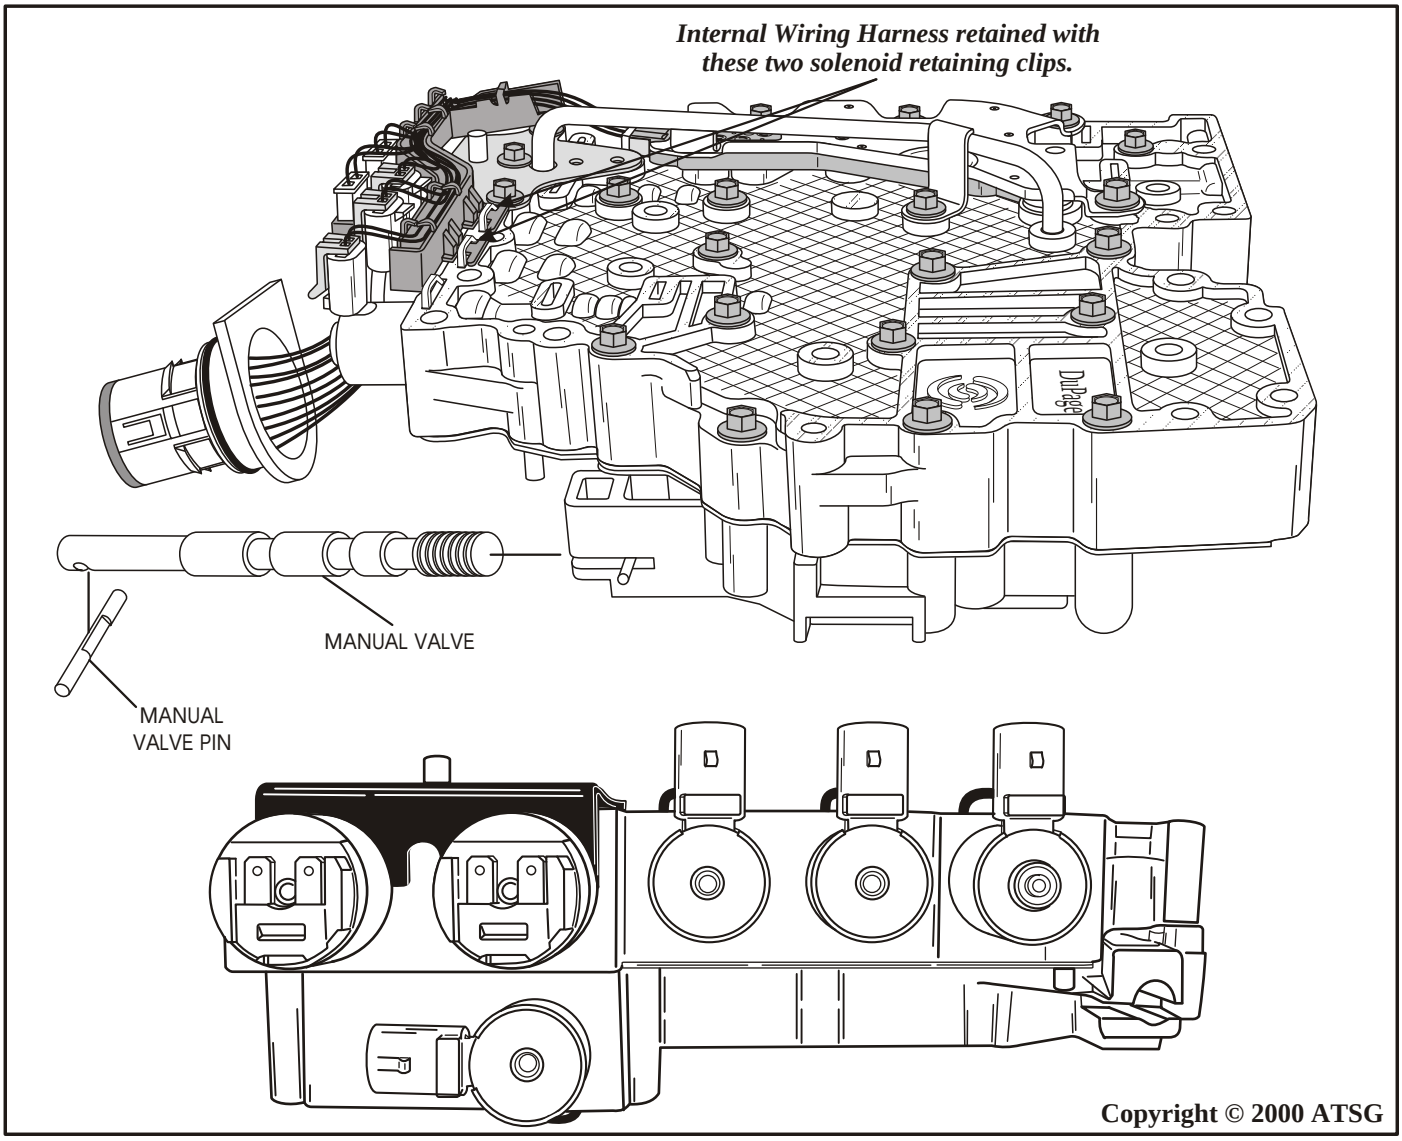

Figure 131
27. Orient both trim solenoids, TCC solenoid and shift solenoids with connectors pointed in the direction shown in Figure 131.
28. Install the internal wiring harness assembly, as shown in Figure 131, ensuring that connectors are fully seated and locked.
Note: The wire harness assembly is retained to the valve body with the two solenoid clips as shown in Figure 131.
29. Install the manual valve into the valve body and the manual valve pin, ensuring that the pin enters the slot in the valve body casting. Refer to Figure 131.